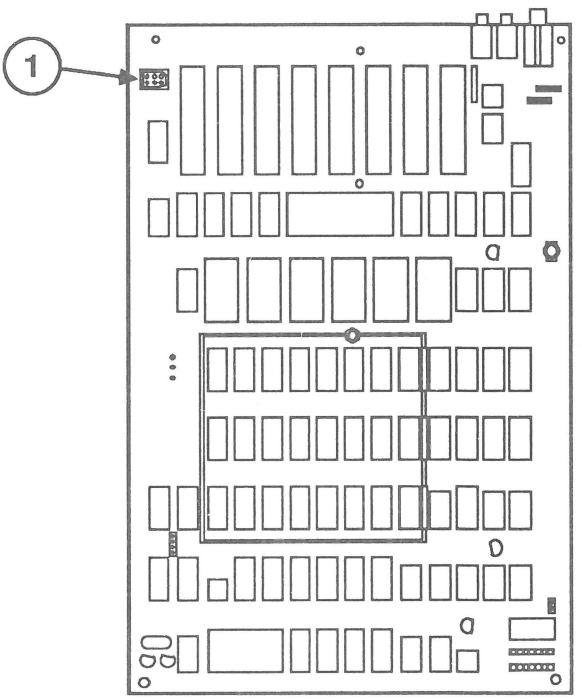

FIGURE 5
IPL.7 Super Serial Card (Figure 5)
2. Pinch the front and rear sides of the power supply connector (Figure 5, #1) and pull the connector from its mating socket.